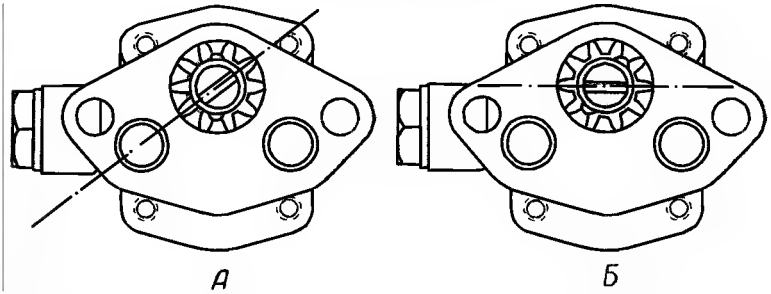

Рис. 23. **Положение прорези вала масляного насоса** (вид на вал сверху): А—до постановки, в блок; Б—после постановки в блок.
2. Валик насоса повернуть таким образом, чтобы прорезь для шипа вала распределителя стояла наклонно, как это показано на рис. 23-А.
3. Осторожно вставить насос на место, проследив за тем, чтобы его шестерня не задевала за стенки отверстия в блоке. Когда шестерни насоса и распределительного вала войдут в зацепление, первая повернется, и прорезь для шипа валика распределителя придет в горизонтальное положение, показанное на рис. 23-Б.